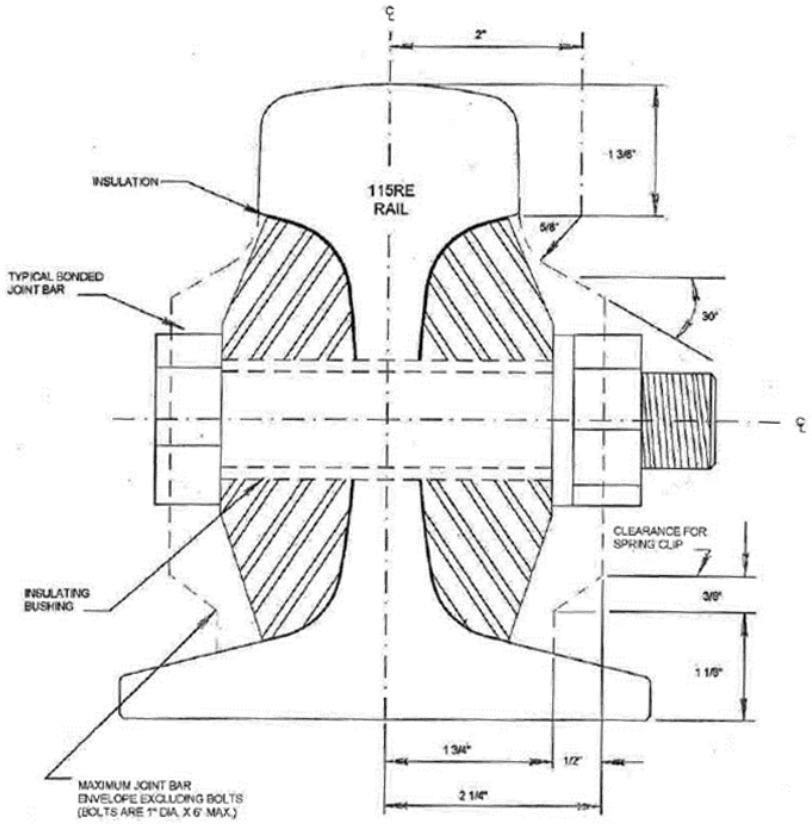

Figure 34 11 19.13-1
3. Joint Bars: Provide joint bars for bonded (glued) insulated joints that make full face contact with the configuration of 115 RE rail and fabricated from quenched carbon steel as specified in the AREMA Manual for Railway Engineering, Volume 1, Chapter 4 Rail, Section 3.4 Specifications for Quenched Carbon-Steel Joint Bars, Microalloyed Joint Bars and Forged Compromise Joint Bars. The bonded joint bar clearance envelope for 115 RE rail is shown on Figure 34 11 19.13-1.
8. Bolts: Fasten glued insulated joints together with six (6) hex head bolts that meet the chemical composition and mechanical property requirements of ANSI B1.1 and B.18.2.1, ASTM F3125 and ASME B18.16.6, as applicable.